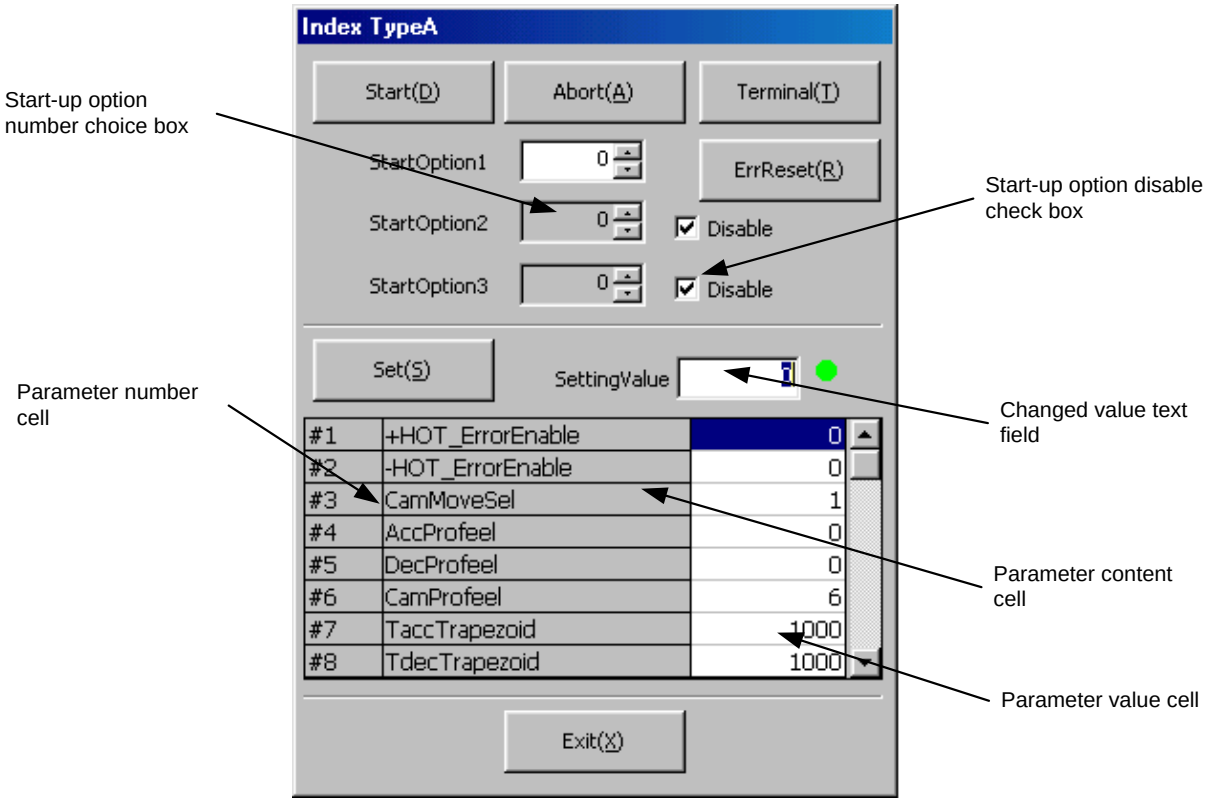

Figure 7.23 "Index TypeA" dialog box
1) Click *"Terminal (T)."*
Click *"IndexTypeA (A)"* in the "DriveMenu" dialog box to display the "Index TypeA" dialog box (see Figure 7.23). If the connection with the driver is established, the current values of the related parameters are read and can be edited.